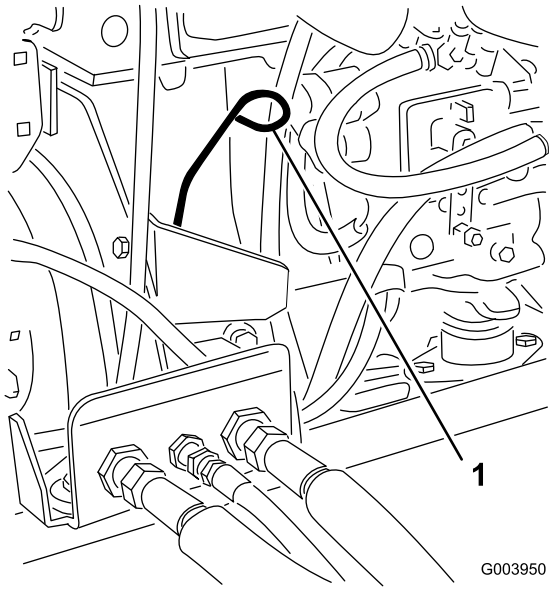

**Figur 29**
3. Ta ur oljestickan, torka av den och sätt tillbaka den igen (Figur 29).